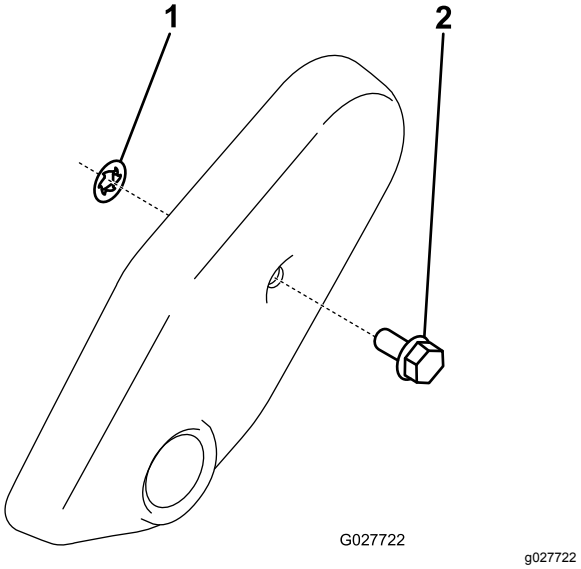

Figur 7
2. Trä på tryckmuttern på remkåpans plugg (Figur 7).